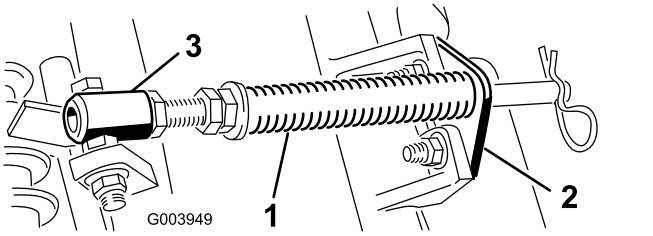

图5
A. 拆下把杆支架固定到滚刀组凸耳上的 2 个车身螺栓和螺母图5。
B. 拆下将弹簧管栓固定到承载架凸耳图5上的凸缘螺母 拆下组件。